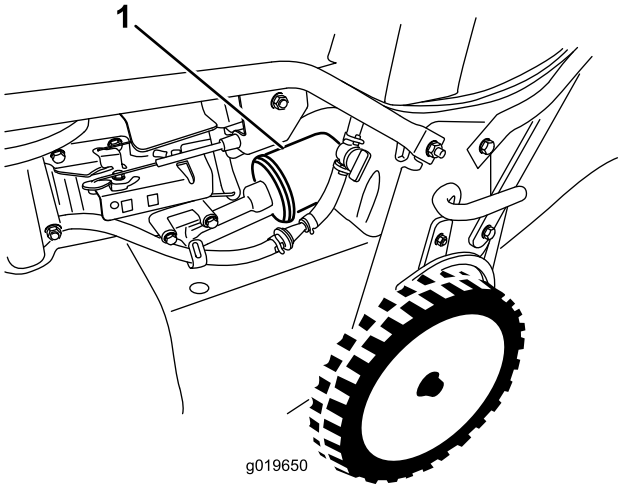

Figura 24
6. Retire el filtro de aceite (Figura 24).